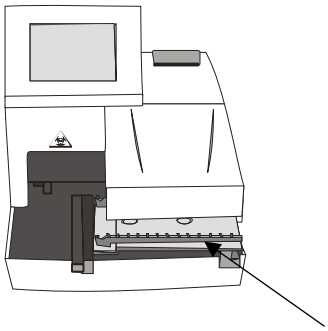

Figure 2-4
2.3.2 Install the conveyer board（Figure2-4）